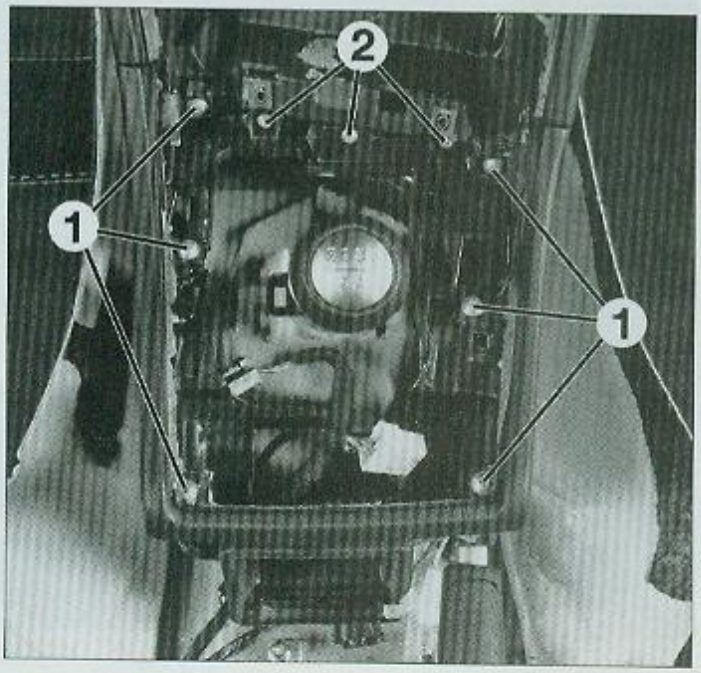
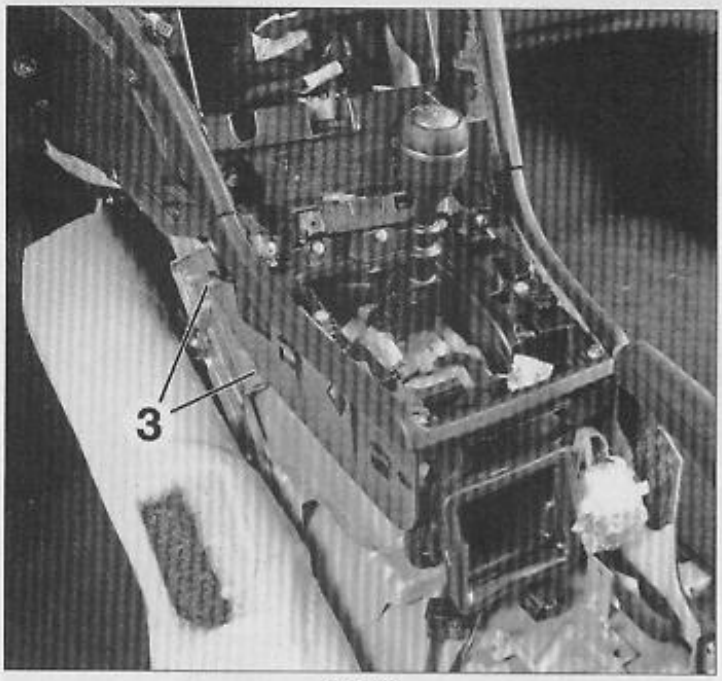

FIG. 29
FIG. 30
• Déposer les 6 vis (1) de fixation de l'entourage du support de commande de vitesses et le dégager (Fig.29).
• Déposer les vis (2)(**Fig.29**) puis, de part et d'autre, après avoir écarter la moquette, les vis (3) de fixation du support et le dégager (**Fig.30**).